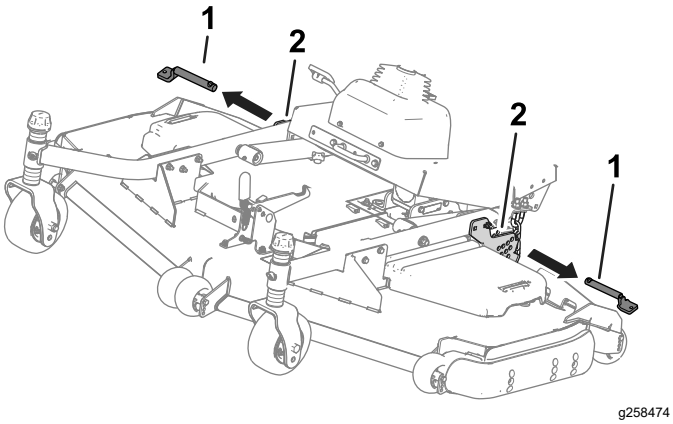

Figur 36
4. Ta bort pinnarna från klipphöjdsplattorna (Figur 36).